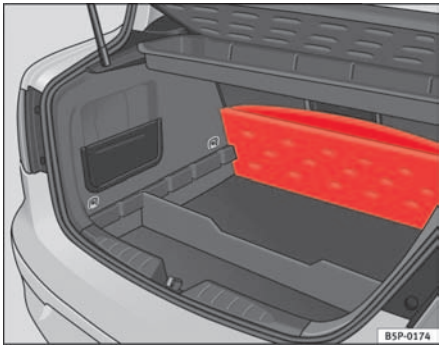

Fig. 104 Foldable luggage compartment cover
– Lift the luggage compartment floor and fold it back all the way⇒ page 133, fig. 104.